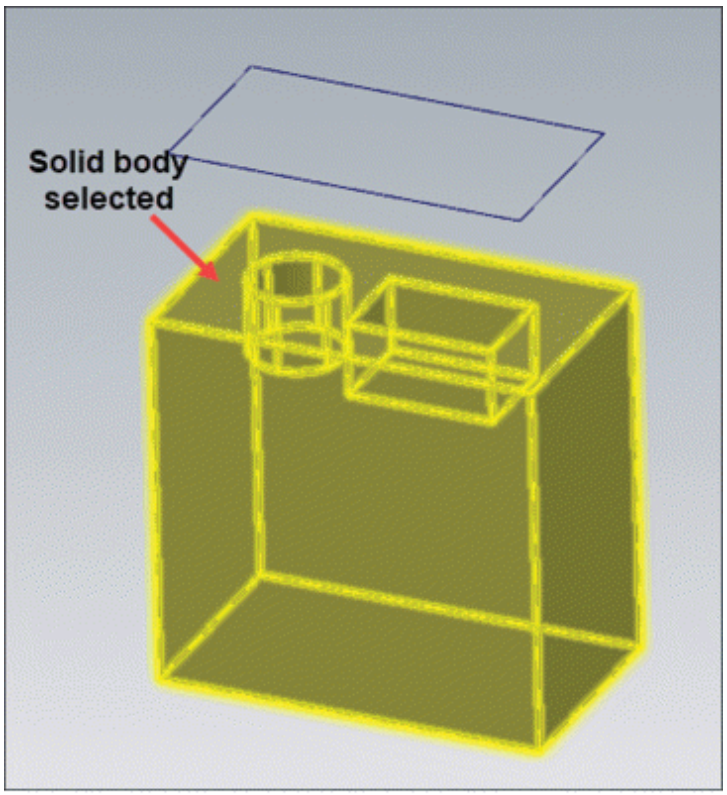
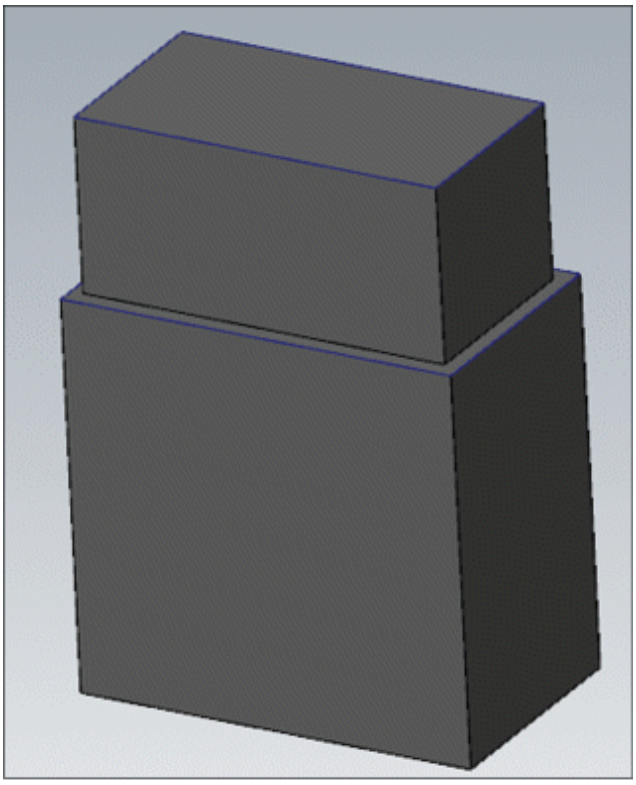

Figure-33. Solid body selected
Figure-34. Preview of negative impression body
- Select the solid body with extrude cuts at its top face, directly below wireframe chain; refer to Figure-33 and click on the **OK** button from the dialog box. A solid negative impression body will be created; refer to Figure-34.